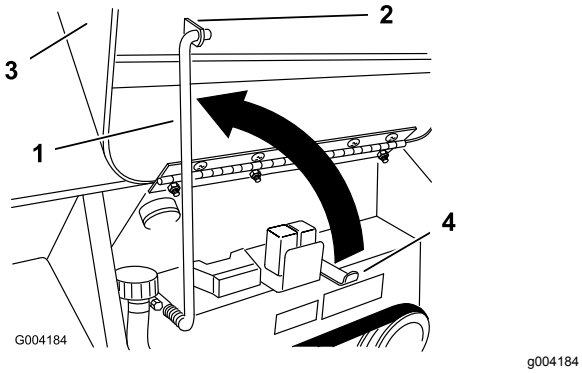

Figur 24
4. Fäll upp stöttan och sätt fast den i fästet på motorhuven (Figur 24).